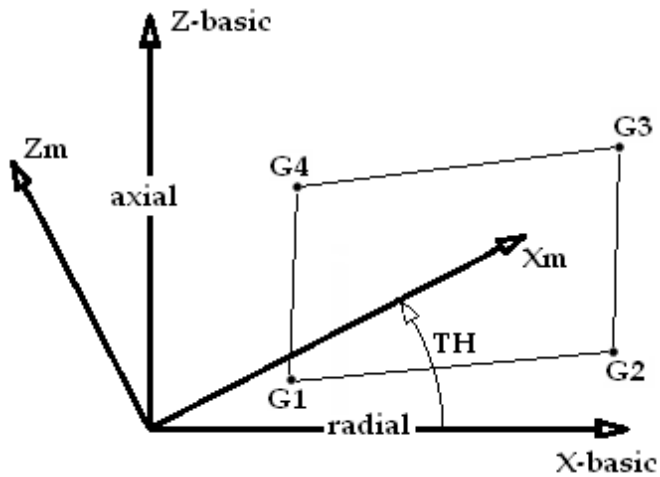

Figure 11-22. CCHOCK4 Element Geometry and Coordinate Systems, XZ-Plane
4. For orthotropic materials, the THETA angle orients the principal material coordinates of the element relative to the basic coordinates. Figures 11-22 and 11-23 show the positive sense of the THETA angle when the element is defined on the XZ-plane and XY-plane, respectively.